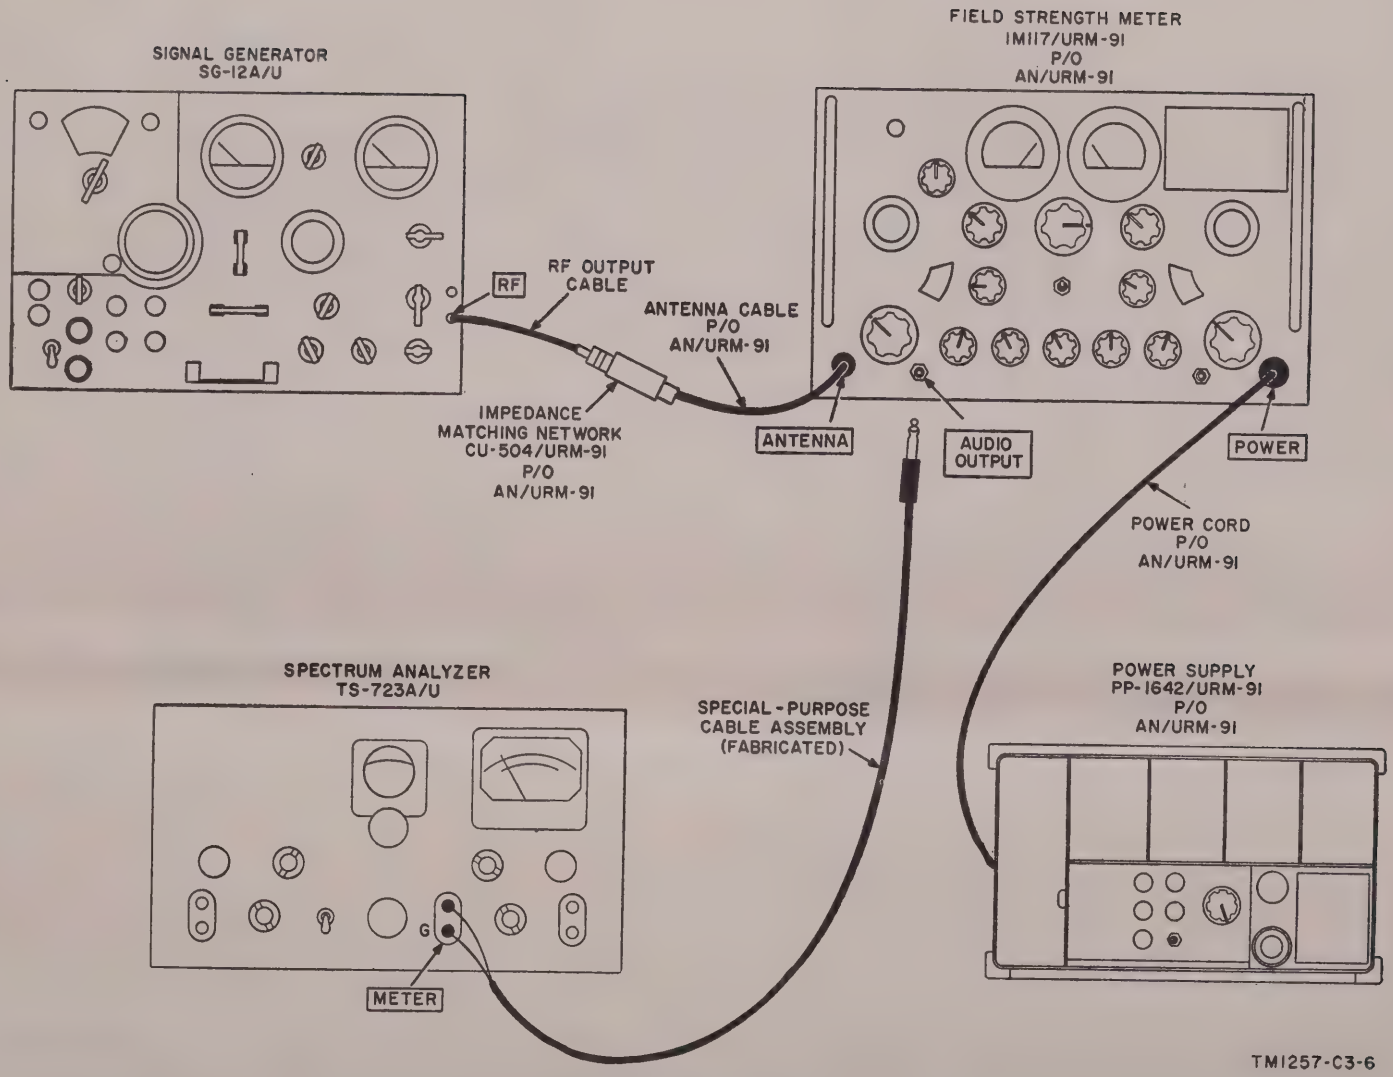

Figure 43.6. Noise test.
b. Test Connections and Conditions. Connect the equipment as shown in figure 43.6.